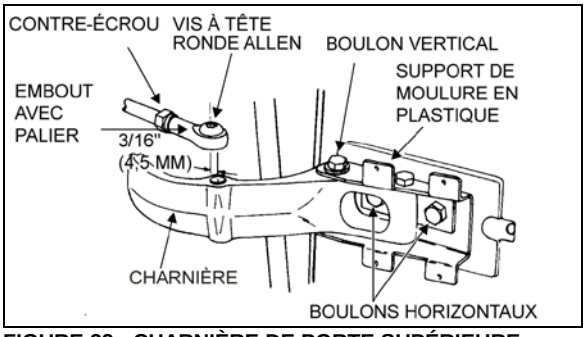

FIGURE 32 : CHARNIÈRE DE PORTE SUPÉRIEURE 18058
2. Retirer la vis à tête ronde Allen et la rondelle qui maintiennent l'embout à rotule sur la charnière supérieure. Voir la Figure 32.